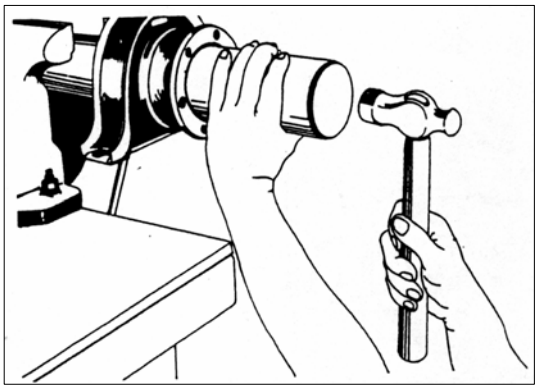

РИС. 261
11) Установите фланец крепления карданного вала на его переднюю часть, используя пробойник 312 589 1439 на его посадочное место (см. рис. 261).